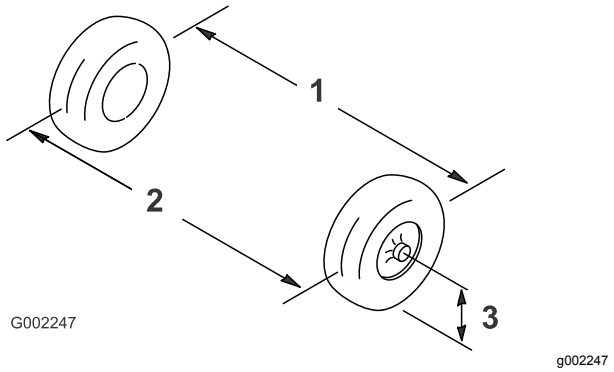

Figur 88
2. Mät avståndet mellan framhjulen vid axelhöjd, både framtill och baktill på framhjulen (Figur 88).